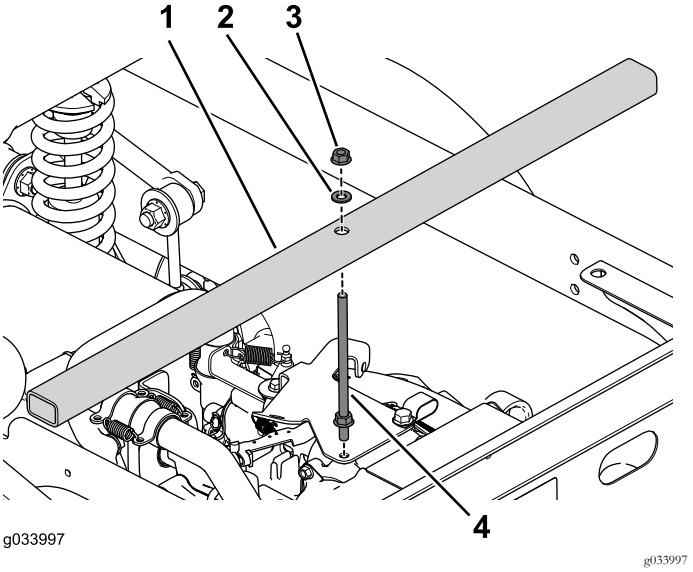

Figura 13
1. Retire el perno con arandela prensada del soporte del acelerador (Figura 13).
2. Utilice las 2 tuercas con arandela prensada, la arandela y la varilla roscada para instalar la barra de sujeción en el motor (Figura 13).